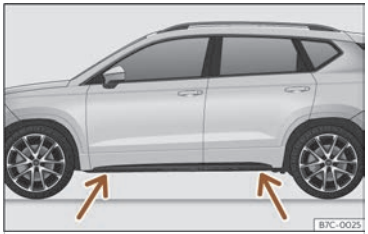

Abb. 217 Aufnahmepunkte für den Wagenheber.
- Suchen Sie am Längsträger die Markierung des Wagenheberaufnahmepunktes (Eindrückung), die dem zu wechselnden Rad am nächsten liegt ››› **(Abb. 217)**.